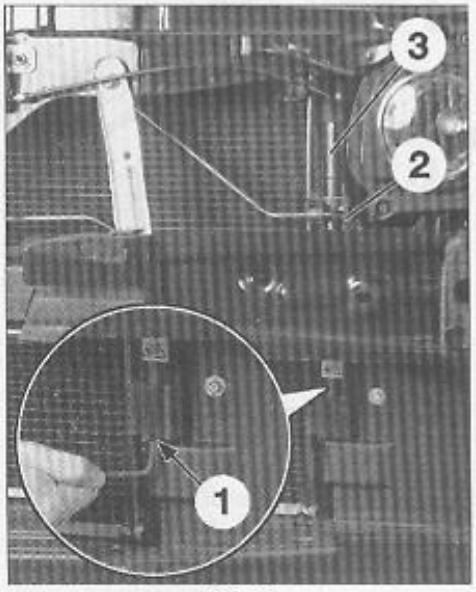

FIG. 26
- Déposer la vis (1) **(Fig.26)**.